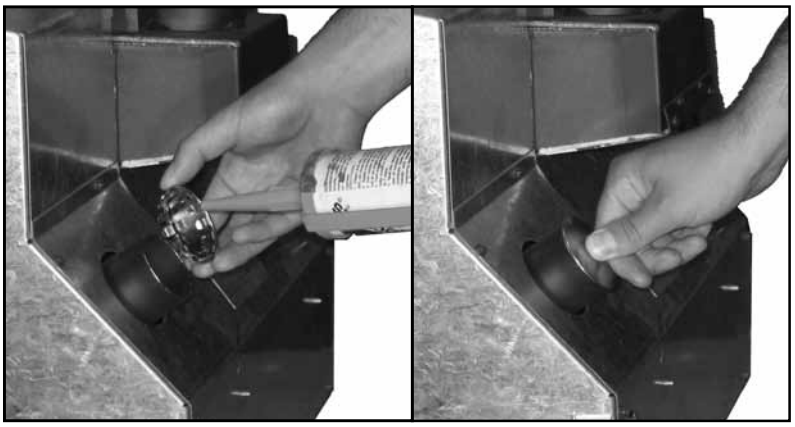

Figure 32: Install of Intake Air Plug.
a) Place high temperature silicone on the outer surface of the ridges of the air intake plug (see Figure 32).